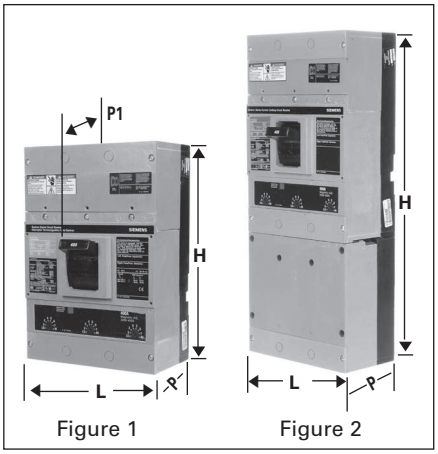

Figure 1 Figure 2
| Figure 1 JXD2-A, JXD6-A, JD6-A HJD6-A, HJXD6-A, HHJD6, HJD6, HJXD6, HHJXD6, JXD6-ETI⑤ | 7,5 | 11 | 4 | 5,44 |